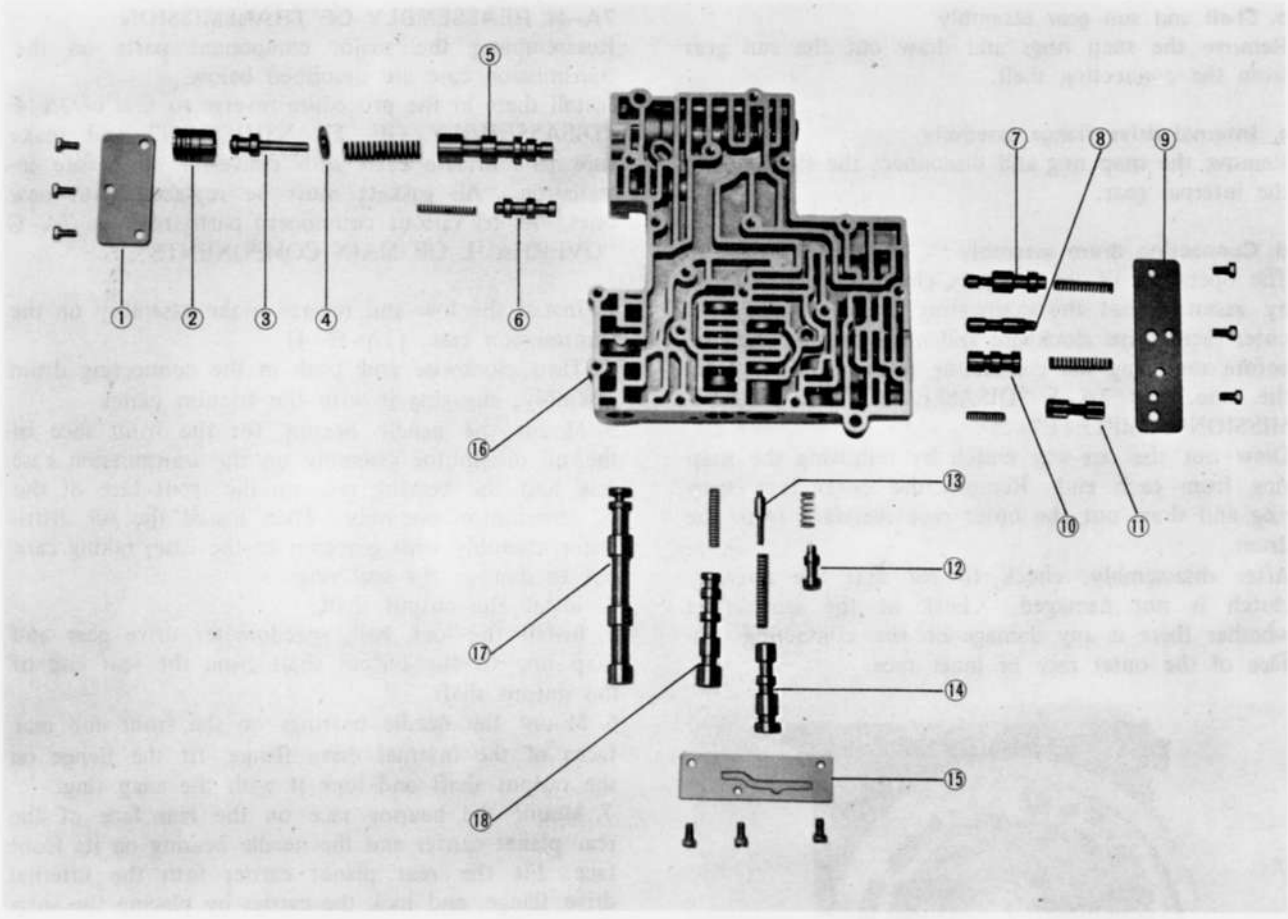

Fig. 7A–43 Component parts of control valve
a. Install small valves and springs by referring to the components parts of control valve Fig. 7A–43.